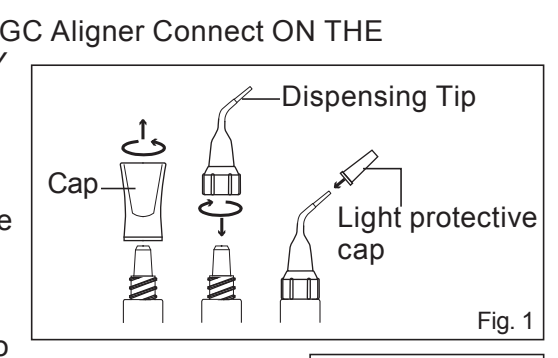

Fig. 1
1. Hold syringe upright and remove cap by turning counterclockwise (Fig. 1).